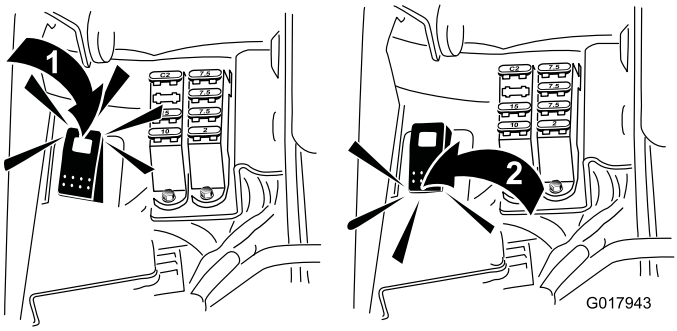

Figur 53
5. Drei slipespaken til reversstilling (R) (Figur 53).